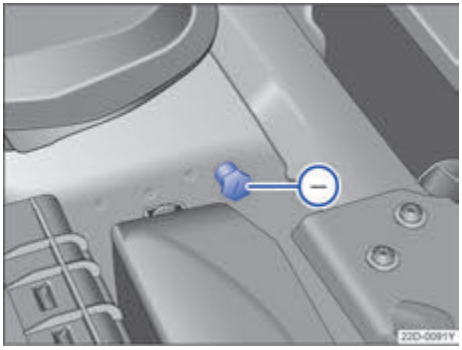

图 145 用于充电器负极连接的接地点
– 将黑色电缆的另一端 Ⓧ 连接到无电蓄电池汽车发动机缸体上的螺栓连接金属部件上或发动机舱内的连接点上→图 145，连接点必须尽可能远离无电蓄电池Ⓐ。
在利用外接电源对车辆蓄电池充电时，请勿将充电器的负极接在蓄电池的负极上，必须连接到发动机壳体上或发动机机舱内的接地点处→图 145。